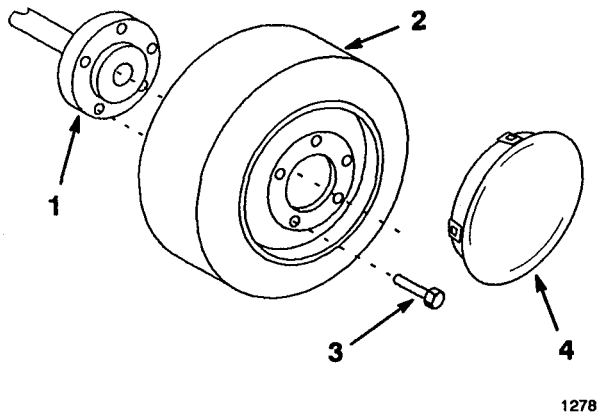

Figure 3
3. Install the wheels onto the hub with the valve stems facing inward (Fig. 3).